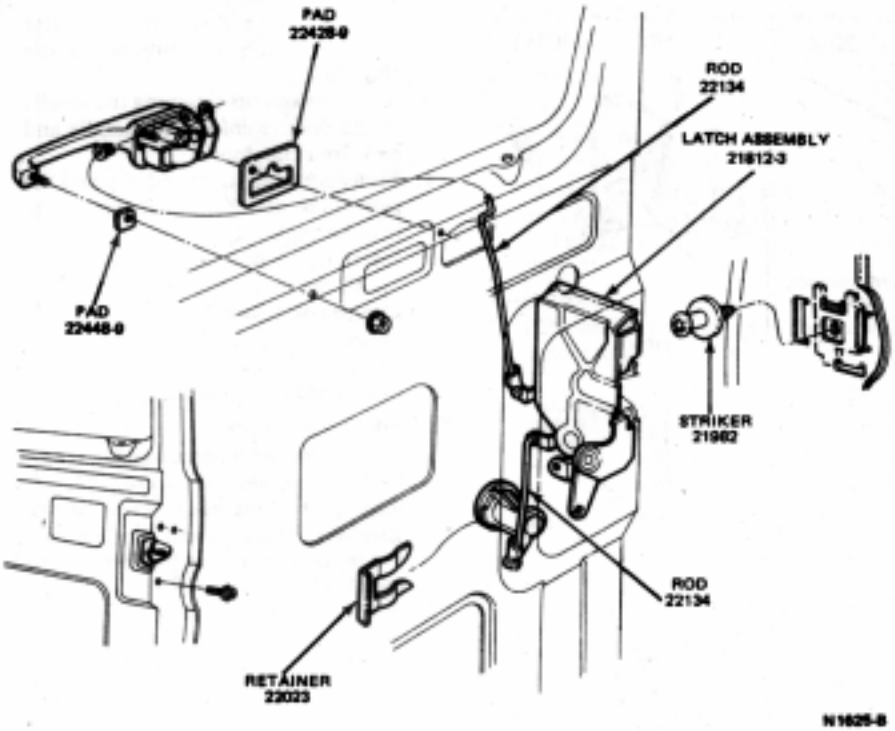

FIG. 9 Door Latch Installation—Econoline
2. Disconnect the remote control link and the push button rod (Fig. 9). from the latch assembly.